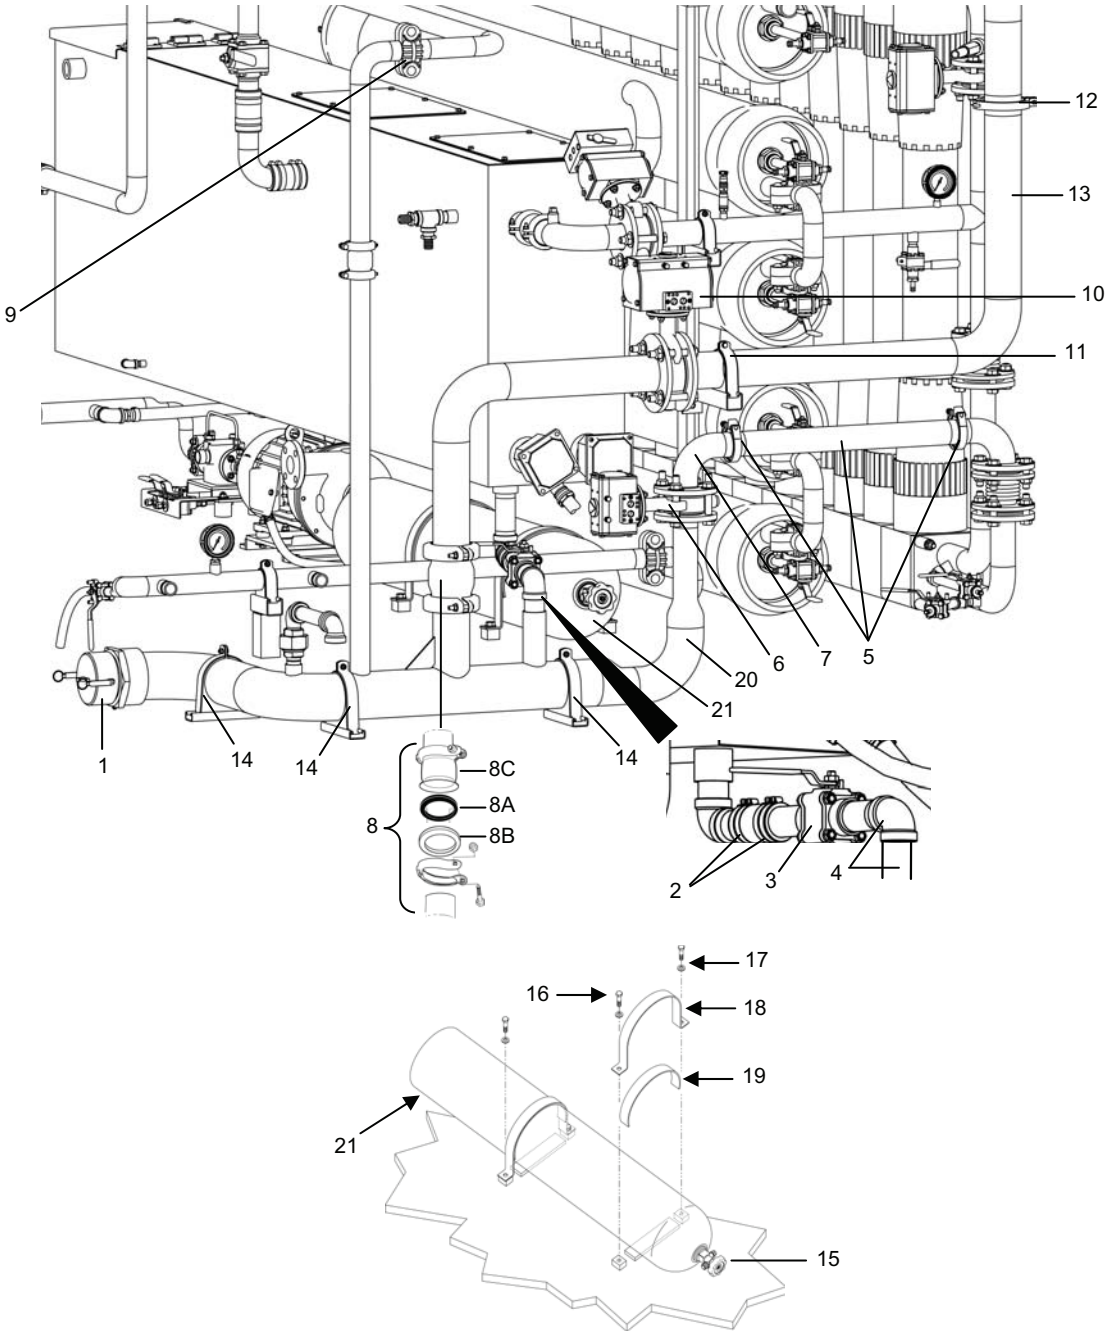

Figure 13. Waste Out Pipe Spool and Air Receiver Tank Removal.
9. Remove the waste out pipe spool from in front of the air receiver tank as follows (see Figure 13):
a. Disconnect the 4-in. x 5-ft. suction hose from the waste outlet (1).
b. Remove 4 hose clamps (2) from the 2-in. rubber hose in the RO Feed Tank Drain Pipe.
c. Remove RO Feed Tank Drain Valve V-412 (3) with the straight pipes on both sides of the valve.
d. Remove the drain elbow with its 3 in. nipple (4) from the waste out pipe spool.
e. Remove the two sanitary clamps and straight pipe (5) from the pipe spool upstream from MF Lower Shell Out Valve V-402.
f. Disconnect the air tube from the MF Lower Shell Out Valve V-402 actuator (6) (see WP 0025, TM 10-4610-309-10).
g. Remove MF Lower Shell Out Valve V-402 (6) and pipe elbow (7) (4 bolts, 8 washers, 4 nuts).
h. Loosen the pipe coupling on the MF upper shell reject pipe spool (8) and push the coupling all the way down the lower pipe. Even pressure on both sides of the gasket (8A) makes it easier to slide the coupling down.
i. Remove the grooved coupling (9) from the RO reject pipe spool.
j. Remove the air tube from Shell Backwash Upper Outlet Valve V-401 (10) (see WP 0025, TM 10-4610-309-10).
10. Remove the air receiver tank from the TWPS as follows (see Figure 13):